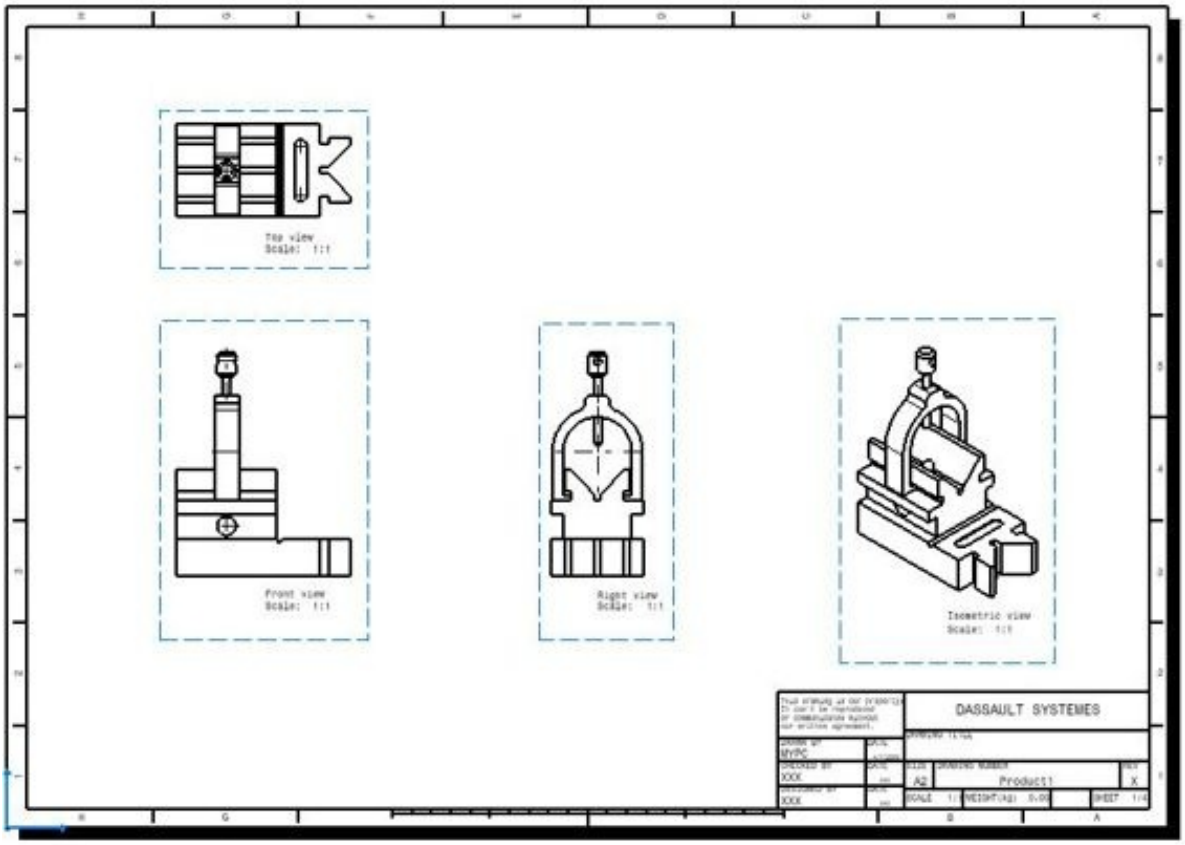

Figure 14-38 *The drawing sheet after generating the front, top, right, and isometric views*
d. Generate the front view, refer to Figure 14-38.
e. Generate the top view, refer to Figure 14-38.
f. Generate the right view, refer to Figure 14-38.
g. Generate the isometric view, refer to Figure 14-38.
1. Generate the front, top, right, and the isometric views of the V-Block assembly. The drawing sheet after generating the views is shown in Figure 14-38.